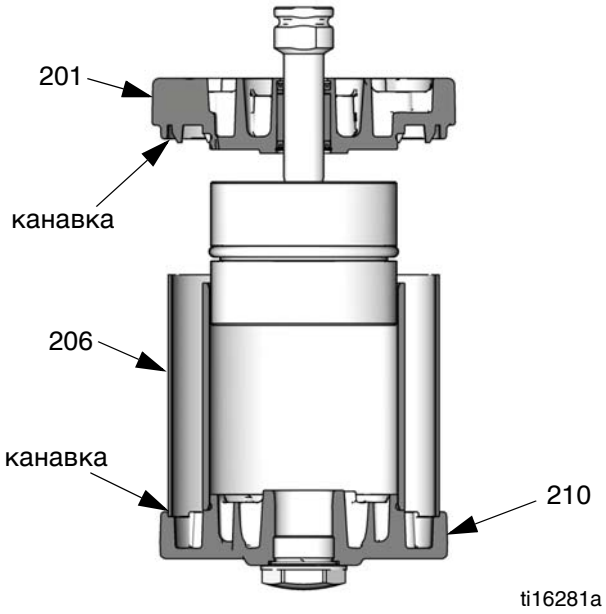

РИС. 15. Расположение защитного экрана в канавках крышек
5. Нанесите смазку на уплотнительное кольцо (202*) и установите его на нижнюю крышку (201).
6. Осторожно вставьте резьбовой конец штока (218) в нижнюю крышку (201).
7. Нанесите на резьбу штока (218) клей 16G561. Навинтите на шток поршень (219). Зажмите поршень в тисках с губками из мягкого металла и затяните его с усилием 35—40 футо-фунтов (47—54 Н•м).
8. Нанесите смазку на уплотнительное кольцо (204*) и установите его на поршень (219).
9. См. РИС. 15. Осторожно поместите поршень и нижнюю крышку в сборе на цилиндр (205), вставив поршень (219) в цилиндр. Поверхности коллектора на верхней и нижней крышках должны располагаться на одной линии. Удостоверьтесь в том, что защитный экран (206) находится в канавках верхней и нижней крышек.